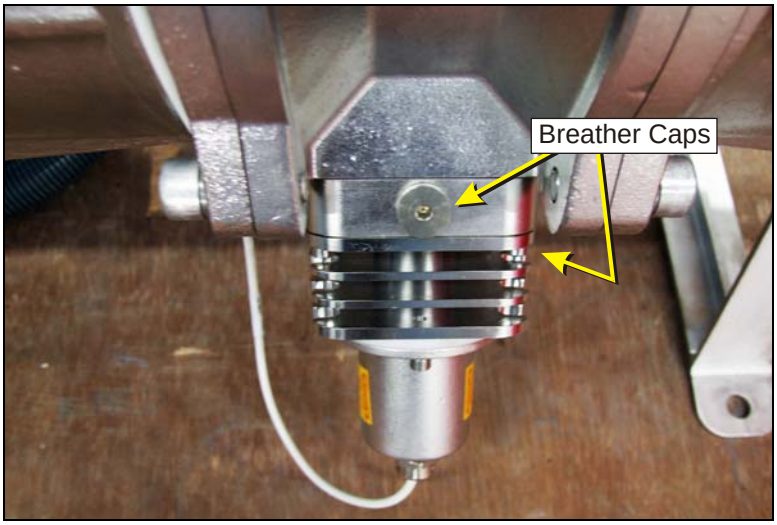

Figure 23: Lamp Breather Caps
- Open the breather caps (2 on each side of the lamp – total 4 per lamp, see Figure 23).